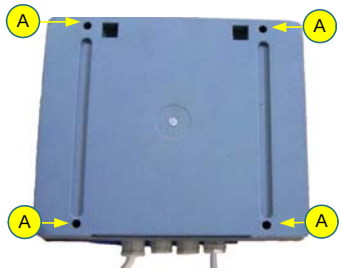
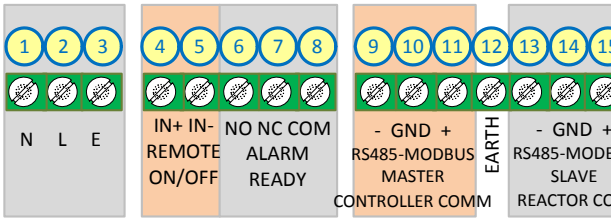

Figure 5-21: Control Module's Back
Figure 5-23: Control Module Terminal Connectors
Step 2. To connect an **External On/Off** signal, thread the signal cable through one of the holes with plastic glands on the bottom **(5)** and connect the wires to the appropriate connectors as show to the right **(6)** and as shown in **Figure 5-23** as terminals **4** and **5** (corresponding to **6** in **Figure 5-21**).
Step 3. To connect a.n **General Alarm** signal, thread the signal cable through one of the holes with plastic glands on the bottom **(5)** and connect the wires to the appropriate connectors as show to the right **(6)** and as shown in **Figure 5-23** us terminals **6**, **7** and **8** (corresponding to **6** in **Figure 5-21**).
Step 4. To connect to an external facility control via Modbus, thread the signal cable through one of the holes with plastic glands on the bottom **(5)** and connect the wires to the appropriate connectors as show to the right **(7)** and as shown in **Figure 5-23** as terminals **12**, **13**, **14** and **15** (corresponding to **6** in **Figure 5-23**). For more information, see **Appendix A**, ***Modbus Communication Protocol*** . Add jumpers to any unused pins as shown in the diagram below.
- **a** Unfasten the Data cable from the connectors as show to the above **(7)** as terminals **9**, **10** and **11** (**- GND +**) (corresponding to **6** in **Figure 5-21**).
Step 3. Using the appropriate screwdriver, refasten the screws in the **Control Module (A** in **Figure 5-21)**.